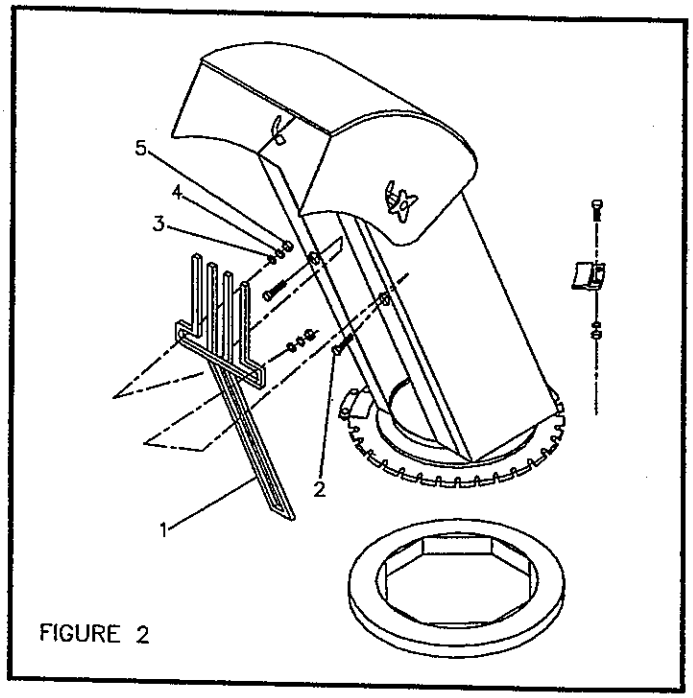
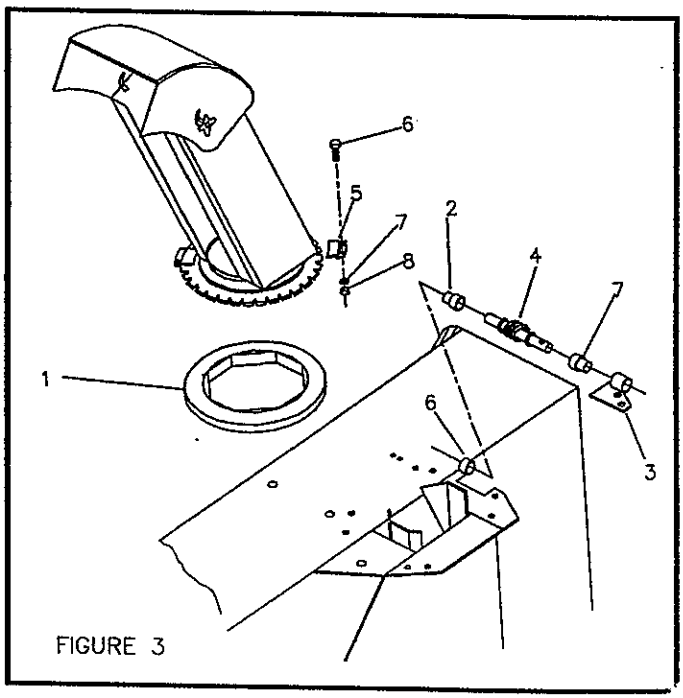

FIGURE 2
FIGURE 3
a) Install the hand guard (fig.2, item 1) on the chute with the top portion inside the chute and the bottom section outside the chute base ring. Place two 1/4" x 3/4" bolts (fig.2 item 2) with the head on the outside, through the chute then through the hand guard and secure bolts with flatwashers, lockwashers and nuts (fig.2 items 3-4-5). Torque to 9-11 lbs.ft.
b) Place the plastic anti-friction insert (fig.3, item 1) over the chute base. Apply grease on top of this insert where it will contact the chute base.
c) Insert the 1 5/16" long plastic bushing (fig.3, item 2) in the tube weldment (fig.3, item 6).
d) Insert the 1 11/16" long bushing (fig.3, item 7) in the rotation bracket (fig.3, item 3).
e) Install shortest tube end of rotation worm (fig.3, item 4) in the bushing (fig.3, item 2) in the tube weldment (fig.3, item 6).
f) Install the chute over the plastic insert and place the four retaining plates (fig.3, item 5). Secure using eight 1/4" x 3/4" bolts, lockwashers and nuts (fig.2, items 6-7-8), attaching rotation bracket (fig.3, item 3) on the underside of chute base lip. Torque to 9-11 lbs.ft.